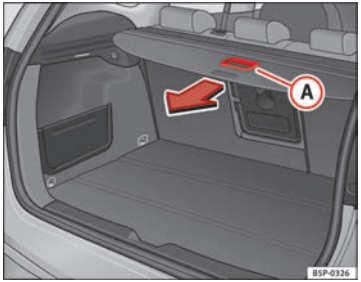

Fig. 124 Using the rear shelf
– Use the handle (A) to pull the shelf back until you hear a “click” ⇒ fig. 124.